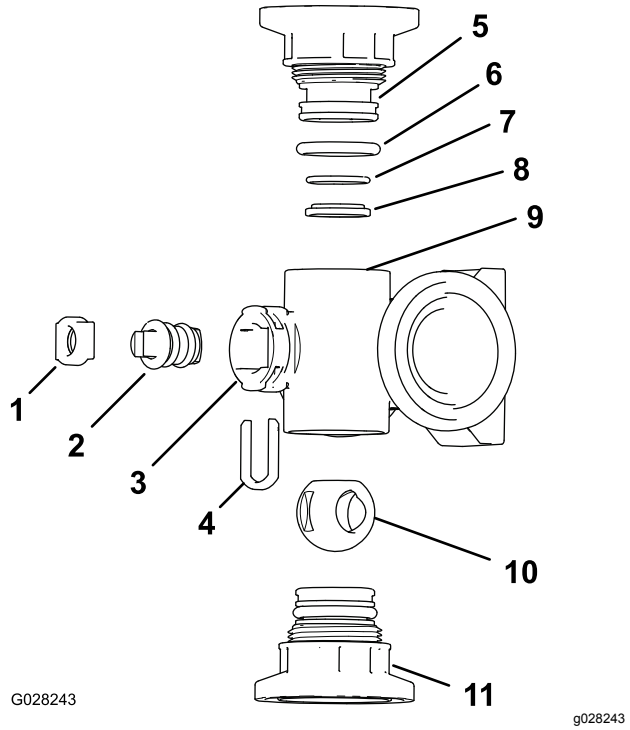
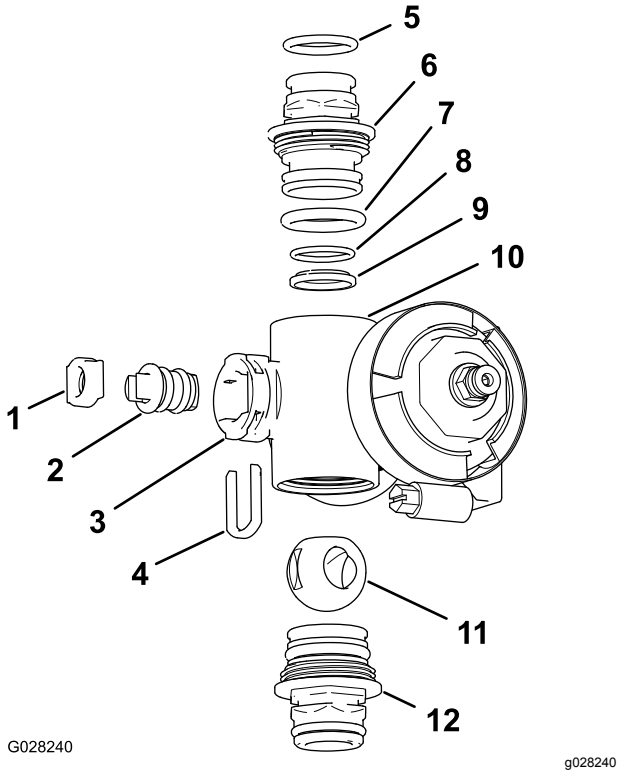

Figur 114
Figur 115
2. Ta bort ändkåpans två fästen från respektive ände av grenrörshuset (Figur 114 och Figur 115).
4. Ta bort ventilskafthållaren från hålen i grenrörets skaftport (Figur 114 och Figur 115).
5. Ta bort ventilskafthållaren och ventilskaftets säte från grenröret (Figur 114 och Figur 115).
6. Ta bort ventilskaftenheten inuti grenrörshuset (Figur 114 och Figur 115).
1. Kontrollera att utloppskopplingens o-ringar (endast sektionsventilens grenrör), ändkåpans o-ringar, bakre sätets o-ringar och kullagret inte är skadade eller slitna (Figur 114 och Figur 115).
2. Stryk på silikonfett på ventilskaftet och montera det i ventilskaftsätet (Figur 114 och Figur 115).
3. Montera ventilskaftet och sätet på grenröret och fäst dem med ventilskafthållaren (Figur 114 och Figur 115).
4. Kontrollera att bakre sätets O-ring och kullagret är inriktade och sitter ordentligt i ändkåpans fäste (Figur 114 och Figur 115)
5. Montera ändkåpans fästenhet på grenrörshuset tills flänsen på ändkåpans fäste vidrör grenrörshuset (Figur 114 och Figur 115), och vrid sedan ändkåpans fäste ytterligare ett åttondels till ett kvarts varv.